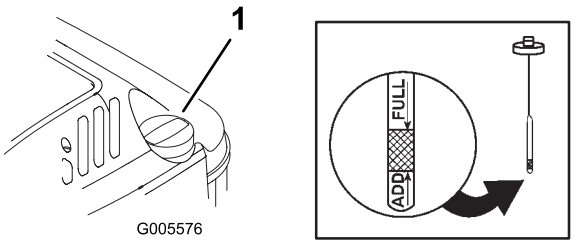

Figuur 8
Controleer voor elk gebruik of het oliepeil tussen de markeringen Add (bijvullen) en Full (vol) op de peilstok staat (Figuur 8).
2. Maak de omgeving van de peilstok schoon (Figuur 8).
6. Lees het oliepeil af van de peilstok (Figuur 8).
Controleer voordat u de maaimachine gaat gebruiken eerst of het oliepeil tussen de Add (bijvullen)- en Full (vol)-markeringen op de peilstok staat (Figuur 8). Als de olie lager staat dan Add (bijvullen), moet u olie bijvullen. Zie Het carter vullen met olie.